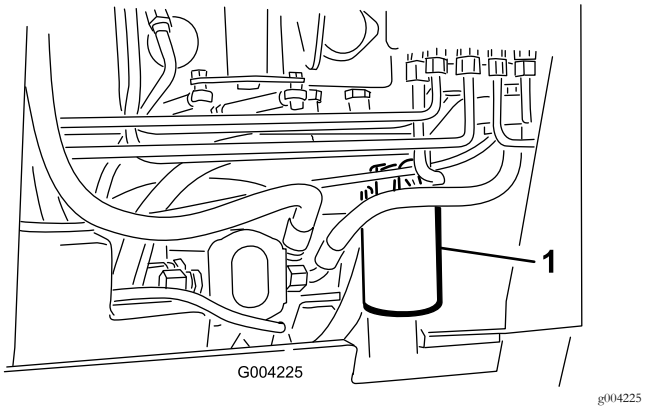

Rysunek 59
4. Umieść pod filtrem pojemnik na zużyty olej (Rysunek 59).
5. Wyjmij stary filtr (Rysunek 59) i wytrzyj powierzchnię uszczelki adaptera filtra.
7. Zainstaluj nowy filtr oleju hydraulicznego w adapterze filtra (Rysunek 59). Obracaj filtr w prawo, aż gumowa uszczelka zetknie się z adapterem, a następnie obróć filtr o dodatkowe 3/4 obrotu.